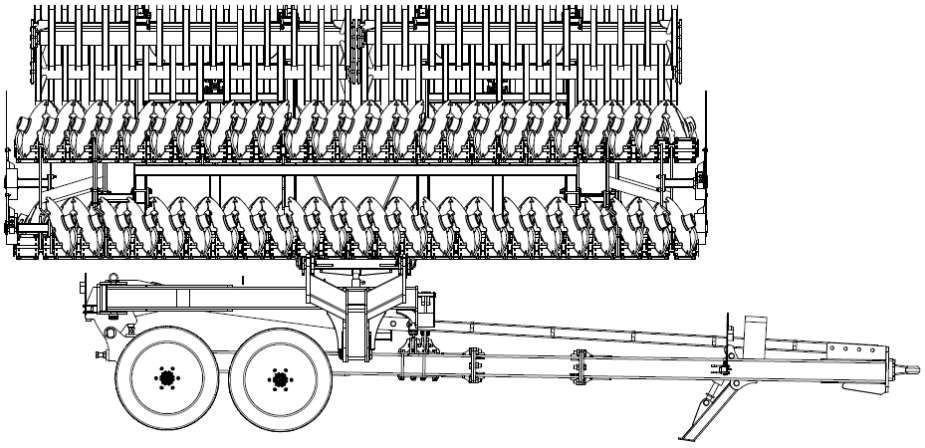

*Rysunek 45 Rozłożenie skrzydeł maszyny.*
4) Rozpocząć rozkładanie ramion w pozycji horyzontalnej, aż do momentu ich całkowitego rozwarcia (rys. 45),